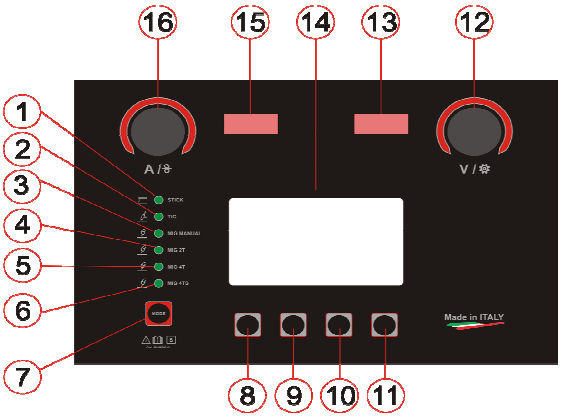

Fig.4
Utilizzare il pulsante MODE (Fig. 4, rif.7) per spostarsi nel menu finché il LED accanto a STICK si illumina.
1) Premere il pulsante (Fig.4, rif.8)
2) Selezionare la funzione Manual o Easy set tramite il pulsante (Fig.4,rif.9)o l'encoder V/SET
3) Per attivare la funzione selezionata premere il pulsante (Fig.4,rif.11).
6) Per attivare la funzione selezionata premere il pulsante (Fig.4, rif. 11)
8) Selezionare il tipo di elettrodo tramite il pulsante (Fig.4,rif. 11) o l'encoder (Fig.4, rif.12);
9) Per confermare la scelta premere il pulsante (Fig.4,rif.11)
12) Selezionare la dimensione dell'elettrodo tramite il pulsante (Fig.4,rif.11) o l'encoder (Fig.4,rif.12);
13) Per confermare la scelta premere il pulsante V (Fig.4, rif. 11)
14) Per entrare nel menù di regolazione Arc Force / Hot Start premere il pulsante (Fig.4, rif. 9) ;
15) Per selezionare Arc Force o Hot Start premere il pulsante (Fig.4,rif. 9)
16) Per modificare il valore di Arc Force o Hot start ruotare l'encoder (Fig.4,rif. 12);
17) Premere il pulsante PUL SET (Fig.4, rif.10);
19) Per modificare il valore della frequenza pulsazione, ruotare l'encoder (Fig.4,rif. 12)
20) Premere il pulsante (Fig.4,rif. 9) per passare alla regolazione del Duty Cycle;
21) Per modificare il valore del Duty Cycle , ruotare l'encoder (Fig.4,rif.12)
22) Premere il pulsante (Fig.4,rif. 9) per passare alla regolazione della corrente di base.
23) Per regolare il valore di corrente di base, ruotare l'encoder (Fig.4,rif.12)
Utilizzare il pulsante MODE (Fig.4, rif 7) per spostarsi nel menu finché il LED accanto a 2T si illumina.
Premere il pulsante (Fig.4, rif.8) per entrare nel menu' di settaggio saldatura.
Selezionare la modalità di saldatura TIG 2T con il pulsante (Fig.4,rif.9) o l'encoder (Fig.4,rif.12)
3) Per attivare la funzione selezionata premere il pulsante (Fig.4,rif. 11)
1) Premere il pulsante (Fig.4,rif.8)
2) Selezionare la funzione AC o DC tramite il pulsante (Fig.4,rif.9) o l'encoder (Fig.4,rif.12)
5) Selezionare la funzione Standard o Pulsato tramite il pulsante (Fig.4,rif.9) o l'encoder (Fig.4,rif.12)
6) Per attivare la funzione selezionata premere il pulsante (Fig.4,rif.11)
8) Selezionare LIFT TRIGGER , HF o LIFT PIPE SMART tramite il pulsante (Fig.4,rif.9) o l'encoder (Fig.4,rif.12).
Per regolare i parametri FREQUENZA AC e BILANCIAMENTO AC premere il pulsante AC SET (Fig.4, rif.10). Con l'encoder (Fig.4, rif.12) è possibile regolare il valore.
Premere il pulsante (Fig.4,rif. 11) per accedere alla Regolazione della frequenza.